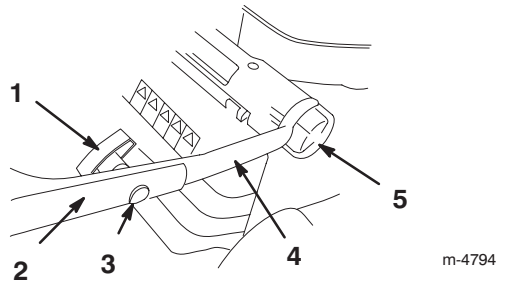

Figuur 2
2. Draai de instelknoppen voor de handgreephoogte los en draai het onderste deel van de handgreep naar de achterkant toe, totdat deze in één van de hoogtestanden van de handgreep valt, zoals getoond in Figuur 2.
4. Bevestig het bovenste deel van de handgreep op het onderste deel met de bouten met ovale kop en de handgreepknoppen, zoals getoond in Figuur 2. **Draai de knoppen goed vast.**